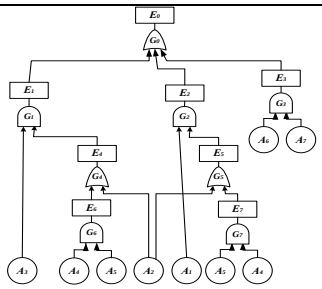

Рис. 1
6. Построить структурную надежностную схему, используя дерево событий, представленное на рис. 1.